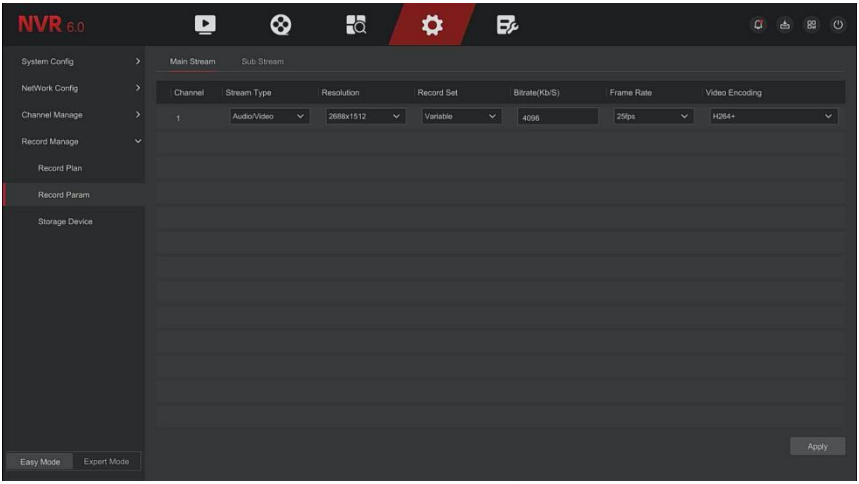

Figure 5-53
Step 1: In the main menu, click "Config → Record Manage → Record Param" to enter record param setup interface, as shown in Figure 5-53 below.